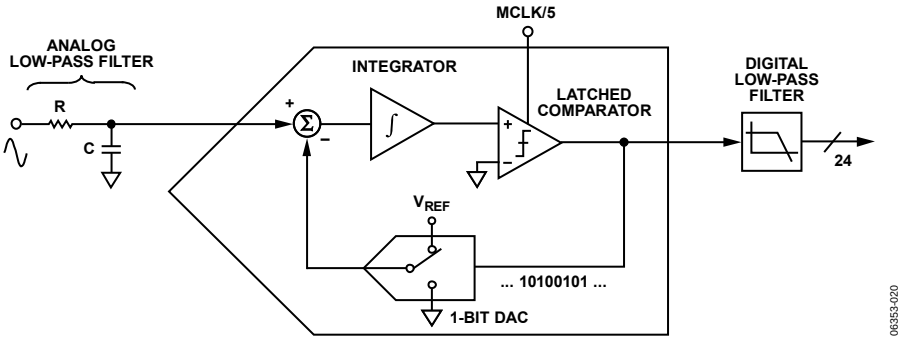
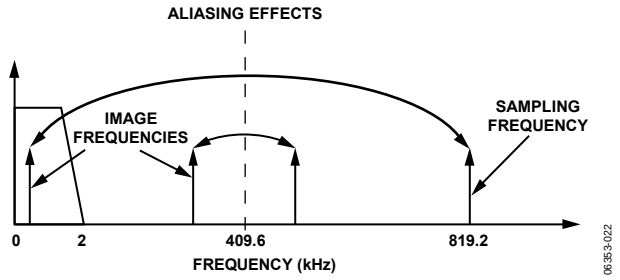

Figure 44. First-Order Σ-Δ ADC
Figure 45. ADC and Signal Processing in Current Channel Outline Dimensions
For simplicity, the block diagram in Figure 44 shows a first-order Σ-Δ ADC. The converter is made up of the Σ-Δ modulator and the digital low-pass filter (LPF).
Figure 44 also shows an analog LPF (RC) on the input to the modulator. This filter is present to prevent aliasing, an artifact of all sampled systems. Aliasing means that frequency components in the input signal to the ADC that are higher than half the sampling rate of the ADC appear in the sampled signal at a frequency below half the sampling rate. Figure 45 illustrates the effect. Frequency components (the black arrows) above half the sampling frequency (also known as the Nyquist frequency, that is, 409.6 kHz) are imaged or folded back down below 409.6 kHz. This happens with all ADCs, regardless of the architecture. In the example shown, only frequencies near the sampling frequency (819.2 kHz) move into the band of interest for metering (40 Hz to 2 kHz). This allows the use of a very simple LPF (low-pass filter) to attenuate high frequency (at approximately 819.2 kHz) noise and prevents distortion in the band of interest.
For conventional current sensors, a simple RC filter (single-pole LPF) with a corner frequency of 10 kHz produces an attenuation of approximately 40 dB at 819.2 kHz (see Figure 45). The 20 dB per decade attenuation is usually sufficient to eliminate the effects of aliasing for conventional current sensors. However, for a di/dt sensor such as a Rogowski coil, the sensor has a 20 dB per decade gain. This neutralizes the −20 dB per decade attenuation produced by one simple LPF. Therefore, when using a di/dt sensor, care should be taken to offset the 20 dB per decade gain. One simple approach is to cascade two RC filters to produce the −40 dB per decade attenuation needed.